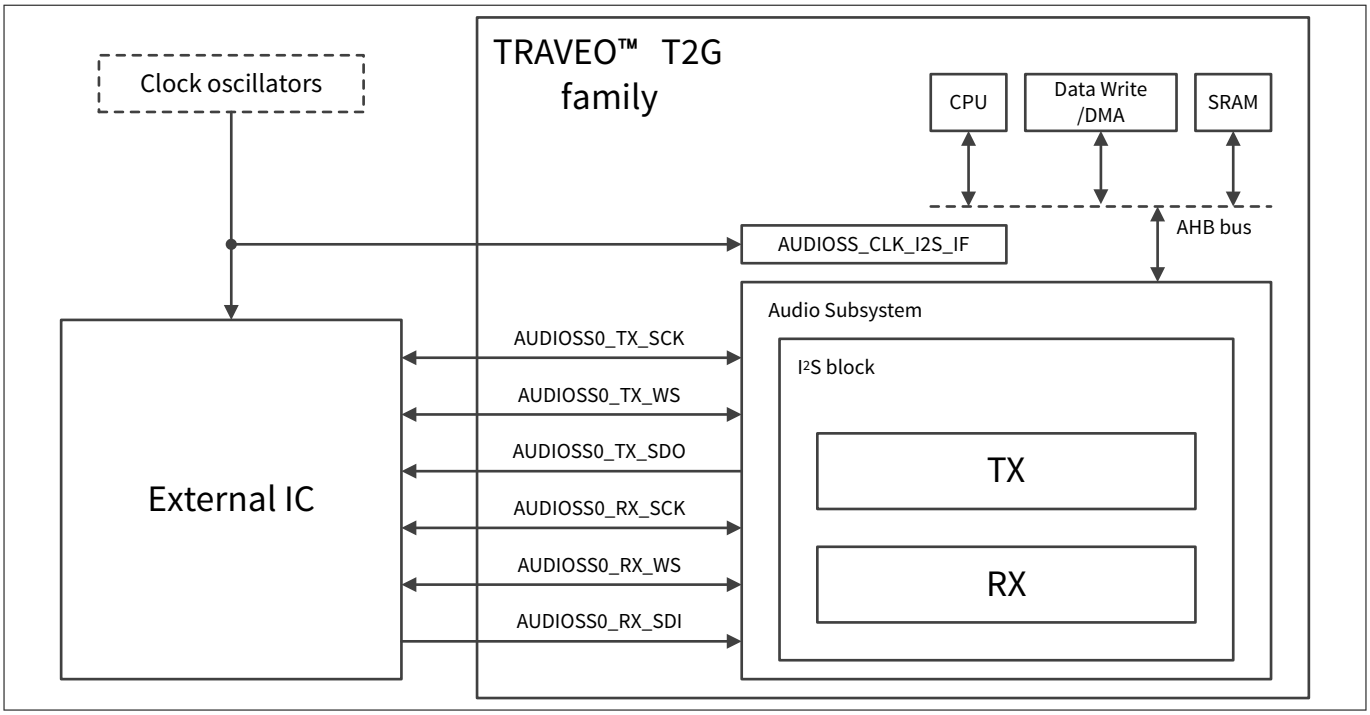
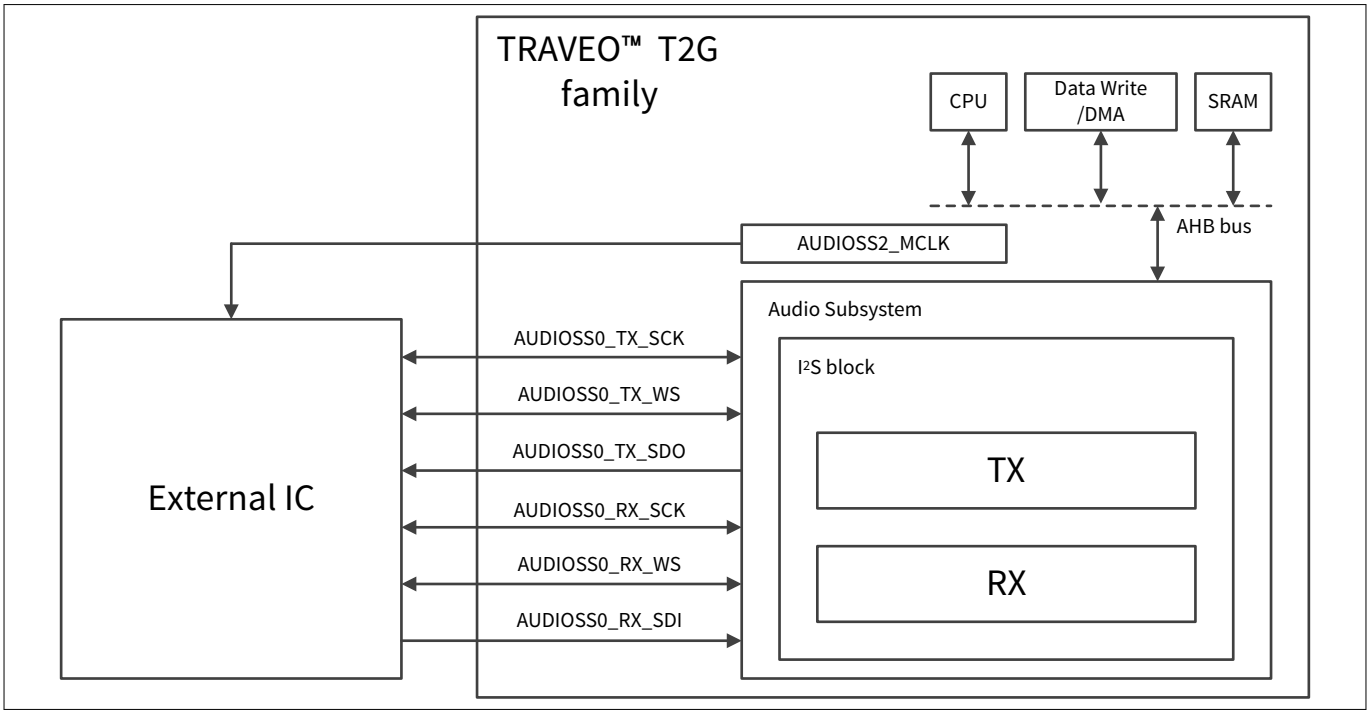

図 2　　I²S ブロックダイヤグラム:外部クロック
図 3　　I²S ブロックダイヤグラム:MCLK 出力
図 1, 図 2, および 図 3 に TRAVEO™ T2G MCU の I²S のブロックダイヤグラムを示します。これは、2 つのサブブロック I²S トランスミッタ (TX) と I²S レシーバ (RX)で構成されています。デジタルオーディオインタフェースとマスタ/スレーブの設定は TX ブロックと RX ブロックに対し個別にできます。マスタモードでは、ワードセレクト (WS) とシリアルデータクロック (SCK) は TRAVEO™ T2G の I²S ブロックによって生成します。スレーブモードでは、WS 信号および SCK 信号は I²S ブロックへの入力信号で外部マスタデバイスによって生成されます。
図 1 は I²S 内部クロックの基本的な使用例を説明しています。この場合、外部デバイスは Audio_I2S_MCLK をクロックとして使用し、T2G の I²S ブロックは HF_CLK[5] をクロックとして使用します。外部デバイスと T2G の I²S ブロックは異なるクロックを使用しているため同期していません。よって、FIFO がアンダフローまたはオーバフローする可能性があります。図 2 はそれぞれ外部クロックの接続の使用例を示します。この使用例では、クロックは同期しています。したがって、非同期によるアンダフローまたはオーバフローはありません。